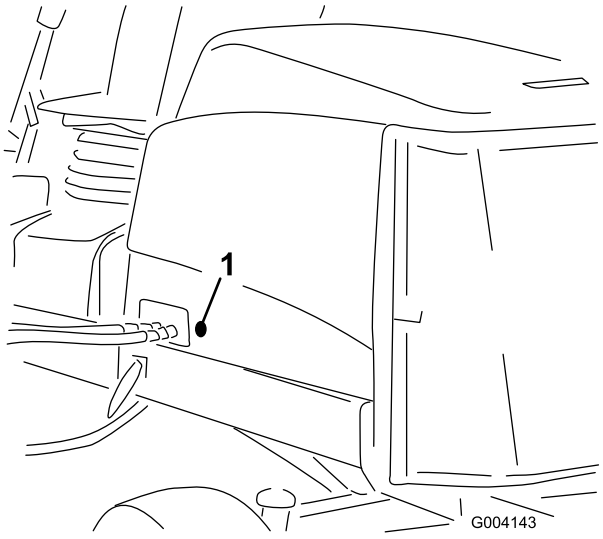

Figur 4
2. Fjern gummitetningen fra hullet på venstre side av panseret (Figur 4).